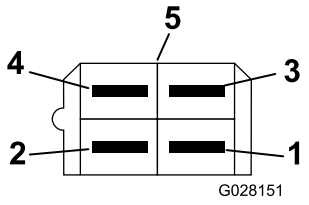

Figura 14
6. Instale el conector de 4 vías en el cable, introduciendo los pines a presión en la parte trasera del conector. (Figura 14). Marque este conector con la letra "D" (derecho) para facilitar la identificación de los cables a la hora de realizar las conexiones al arnés de cableado principal de la máquina.